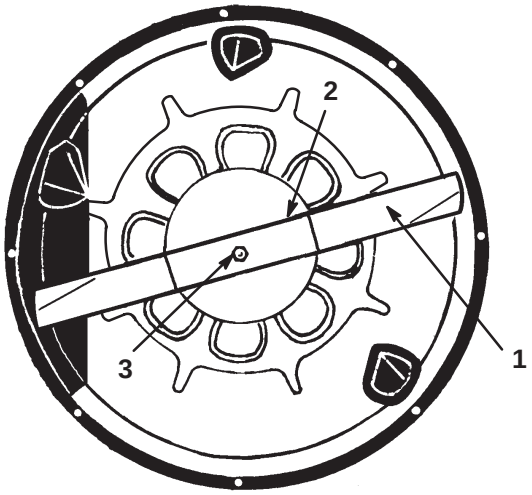

Figure 28
3. Grasp the end of the blade using a rag or thickly padded glove. Then remove the blade bolt, curved washer, blade stiffener, and blade (Fig. 28). A block of wood may be wedged between the blade and the mower to lock the blade when you are removing the bolt.
1. Iinstall the blade, blade stiffener, curved washer, and blade bolt (Fig. 28).